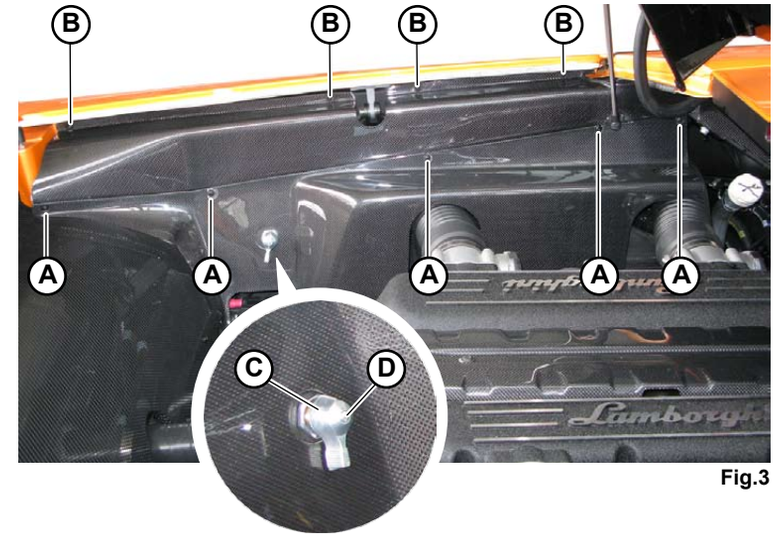

Fig.3
Each of the 2 side panels is divided into two parts that must be pre-assembled: an upper part and a lower part connected to each other with 4 screws (A-Fig.3/4).
2. Tighten the 4 top screws (**B-Fig.3**).
3. Secure the knob (**C-Fig.3**) by tightening the central screw (**D-Fig.3**).